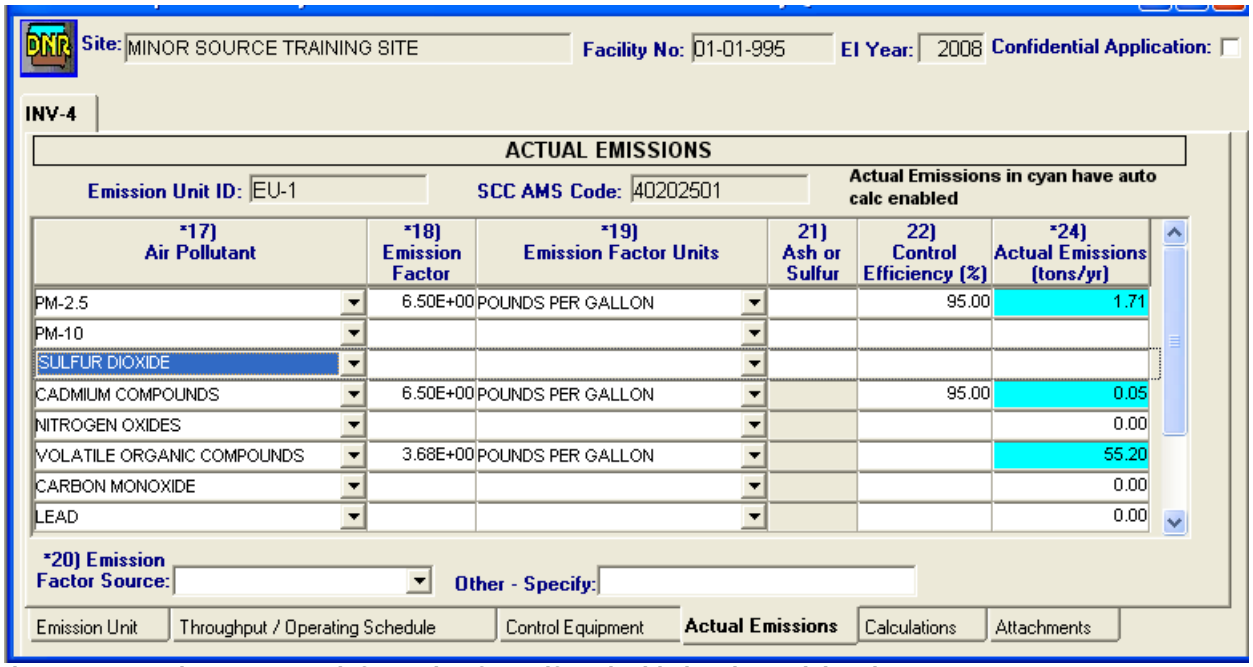

Figure 13.10 – The erroneous information for Sulfur Dioxide has been deleted
4. Refresh by leaving the screen and returning. The Sulfur Dioxide line will reappear and will be blank. The Source of Emission Factor information is also gone (see Figure 13.10).